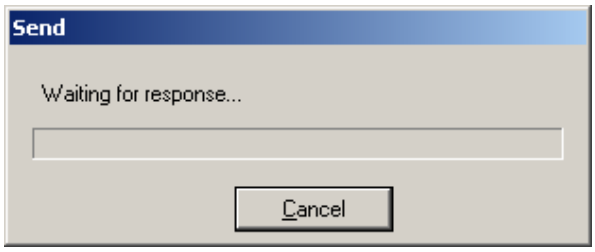
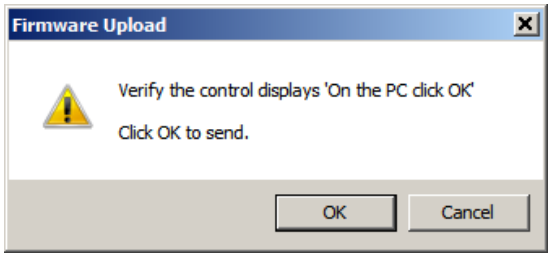

Figure 3-72 Send Dialog Screen
Figure 3-80 Firmware Upload Dialog Screen
3. Select the target file, then select **Open**. TapTalk will display the **Send** dialog screen Figure 3-72.
3. Select the target file, then select **Open**. TapTalk will display the **Firmware Upload** dialog screen Figure 3-80.
5. From the **Upload** dialog screen (Figure 3-80) select **OK**. TapTalk will display the Send Status Screen (Figure 3-72).